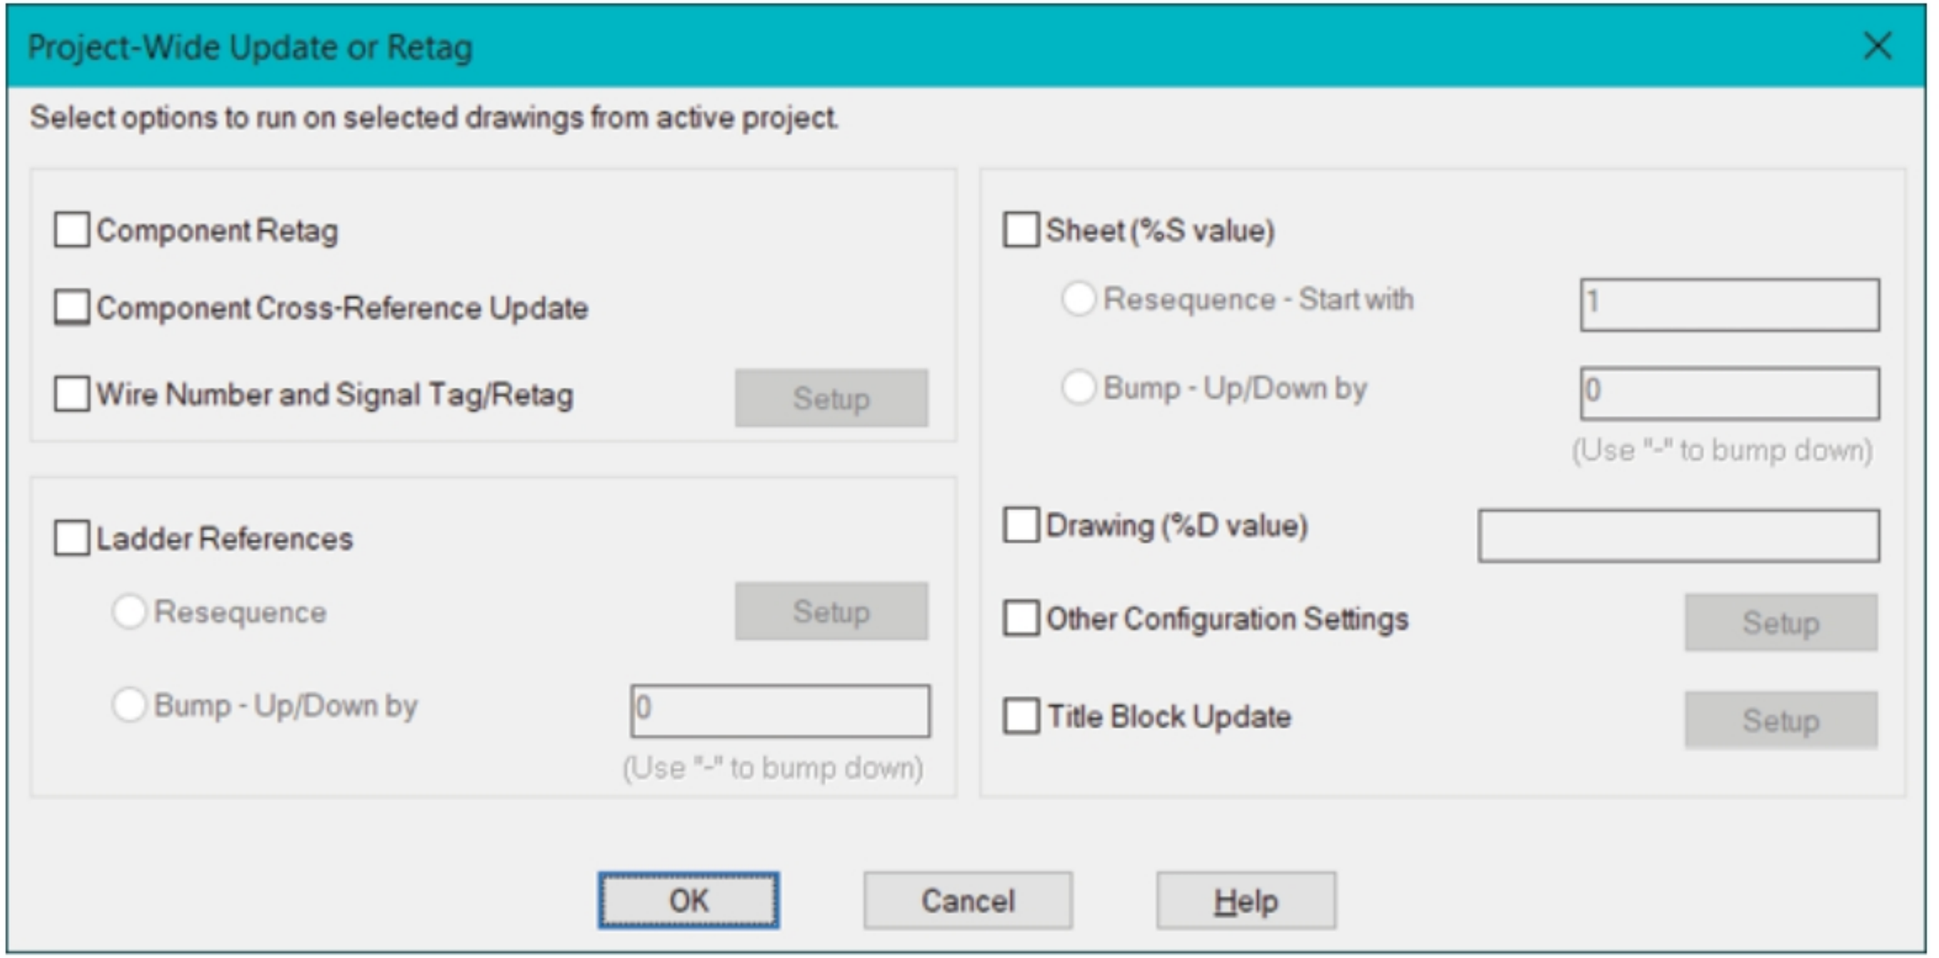

Figure-26. Project-Wide Update or Retag
- Click on the **Project Wide Update/Retag** button from the **Project Manager**. The **Project-Wide Update or Retag** dialog box will be displayed as shown in Figure-26.